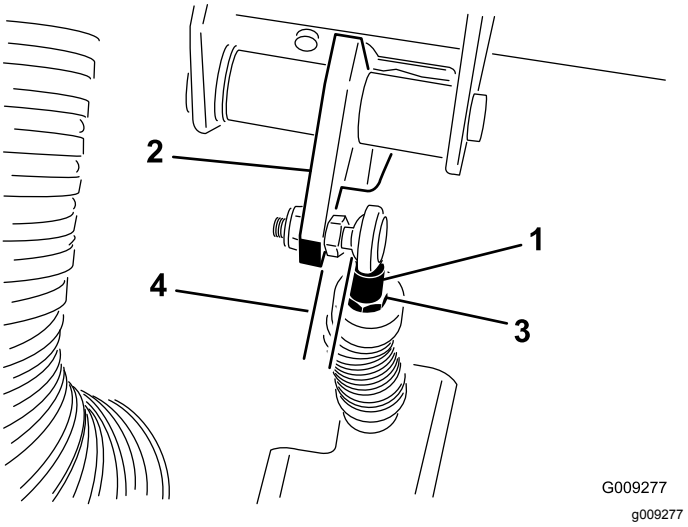

**Rysunek 72**
***Ważne:*** **Upewnij się, że koniec cięgna jest umieszczony równo względem kuli, nie jest skręcony i pozostaje równoległy do pedału sprzęgła po dokręceniu przeciwnakrętek (Rysunek 72).**